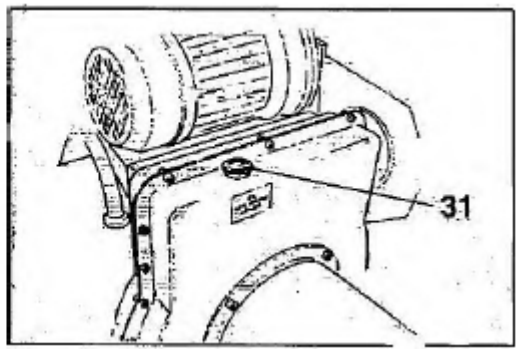

Рис. 38
8) Периодически проверяйте уровень масла в редукторе, чтобы при опускании и перемещении в конечное положение кронштейна держателя инструмента, трубчатый уровнемер на корпусе редуктора не показывал «пусто». При необходимости долейте Esso Spartan EP 320 или аналогичное масло (например, Agip F1 REP 237, BP GRX P 320, Chevron Gear Compound 320, Mobil Gear 632, Sellomala oil 320, Castrol Alpha SP 320). Отвинтите колпачок (31, рис.38), залейте масло, завинтите колпачок и снова заблокируйте его.